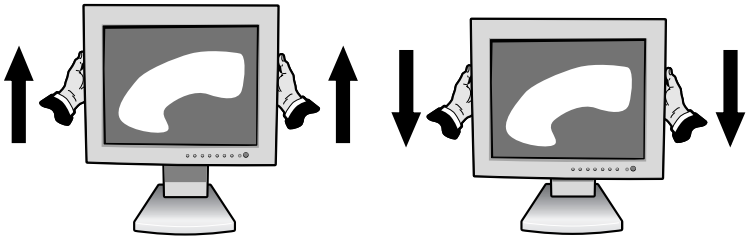

Figure RL.1
Pour lever ou baisser l'écran, placez les mains de chaque côté du moniteur et situez-le à la hauteur de votre choix (**Figure RL.1**).
Pour lever l'écran, placez les mains de chaque côté du moniteur et levez-le jusqu'à la hauteur maximum (**Figure RL.1**).
2. Placez les mains de chaque côté du moniteur et levez jusqu'à la position maximale (**Figure RL.1**).